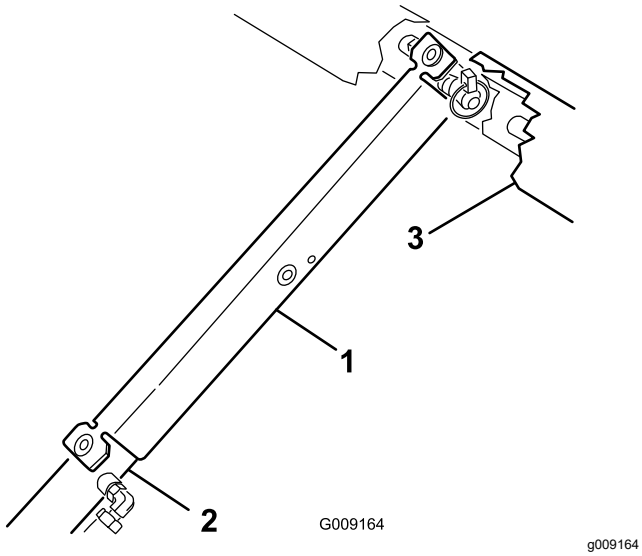

**Figur 14**
3. Tryck fast flakstödet på cylinderstaven och kontrollera att stödets ändar vilar på cylindertrummans ände och cylinderstavens ände (Figur 14).